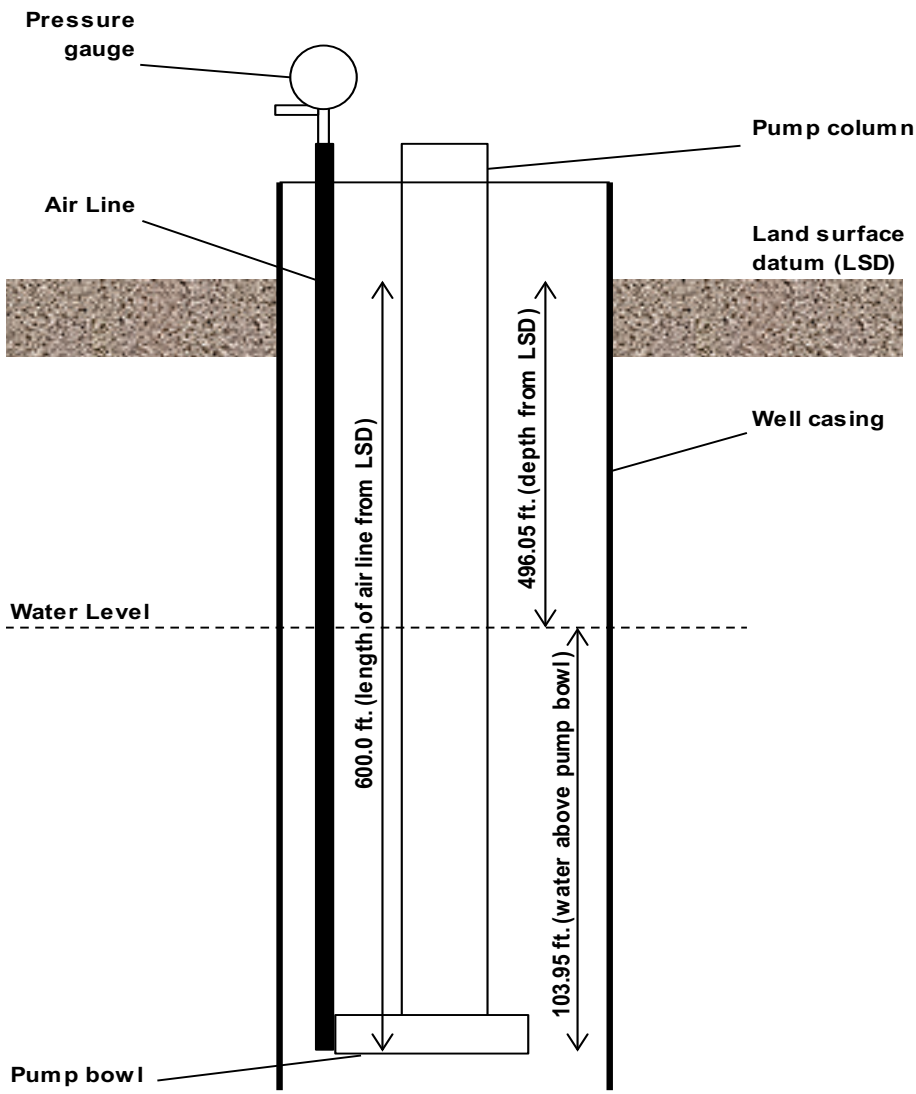

Figure 3. Air Line method of measurement for groundwater levels (not to scale).
10) For example (see Figure 3), if the pressure reading is 45 psi and the length of the air line from land surface is 600 feet, the calculation is 45 x 2.31 = 103.95 (feet of water above